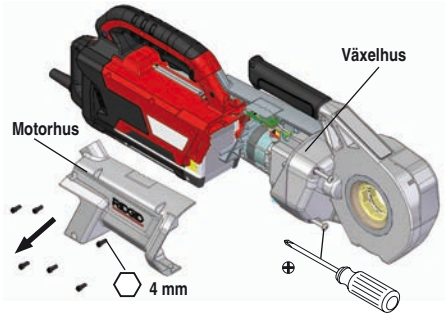

**Figur 2 – Demontera motorhuset**
2. Skruva loss alla skruvar från motorhuset. Skruva loss de två skruvarna från växellådshuset. Ta bort motorhuset. *Se figur 2.*